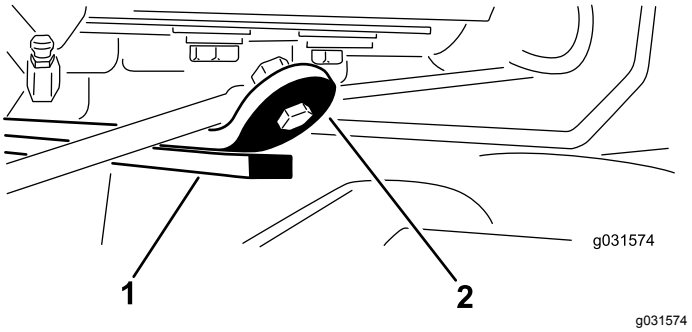

图 14
3. 启动发动机升起刀组确保后刀组耐磨棒顶部的耐磨带与缓冲带之间的间隙介于 0.512.54mm 之间如 图 14 所示。